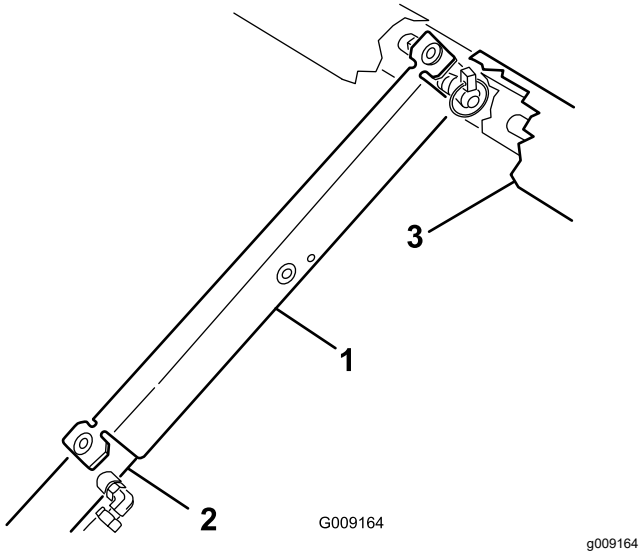

**Figura 20**
3. Empuje el soporte de la plataforma sobre la varilla del cilindro, asegurándose de que los extremos del soporte descansan sobre el extremo del cilindro y sobre la rótula de la varilla del cilindro (Figura 20).